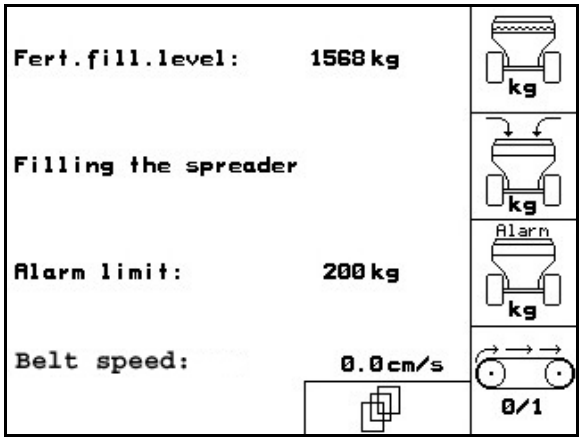

Fig. 51
- In Machine data menu page one (Fig. 51).